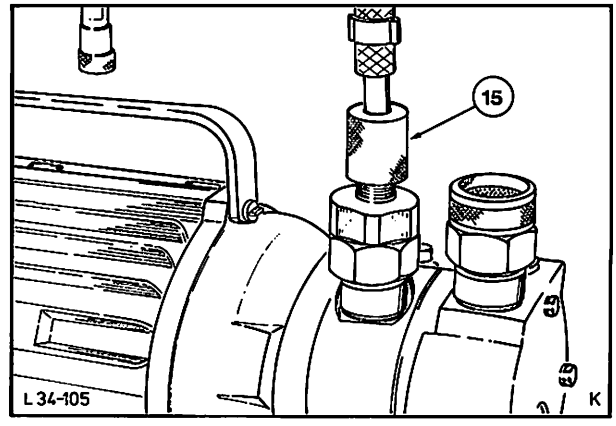

Abb. 23 Schnellverschraubung am Ansaugstutzen (15)
Bei Umgebungstemperatur unter 0° C vor dem Einschalten Schnellverschraubung (15), Abb. 23, am Ansaugstutzen abschrauben, damit die Pumpe warmlaufen kann, ohne Vakuum zu ziehen.